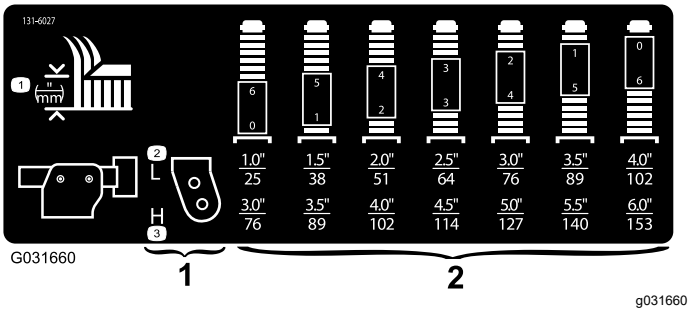

Figuur 18
3. Zet de assen van alle zwenkwielvorken in dezelfde openingen; raadpleeg de tabel (Figuur 18) om vast te stellen wat de correcte openingen voor de instelling zijn.
Opmerking: Raadpleeg de tabel om na te gaan welke combinatie afstandsstukken moet worden gebruikt om de maaihoogte in te stellen (Figuur 18).